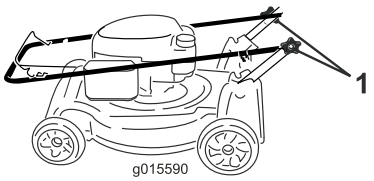

Bild 33
1. Lösen Sie die Griffhandräder, bis Sie den Griff ungehindert bewegen können (Bild 33).
1. Griffhandrad (2)
2. Schieben Sie den Griff nach vorne, siehe Bild 33.